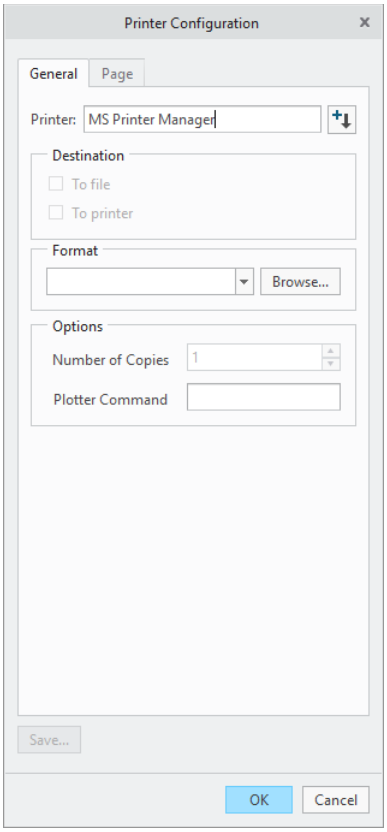

*Figure 2-42 The **Printer Configuration** dialog box*
1. Choose the **Print** option from the **File** menu or press CTRL+P; the **Printer Configuration** dialog box is displayed, as shown in Figure 2-42.